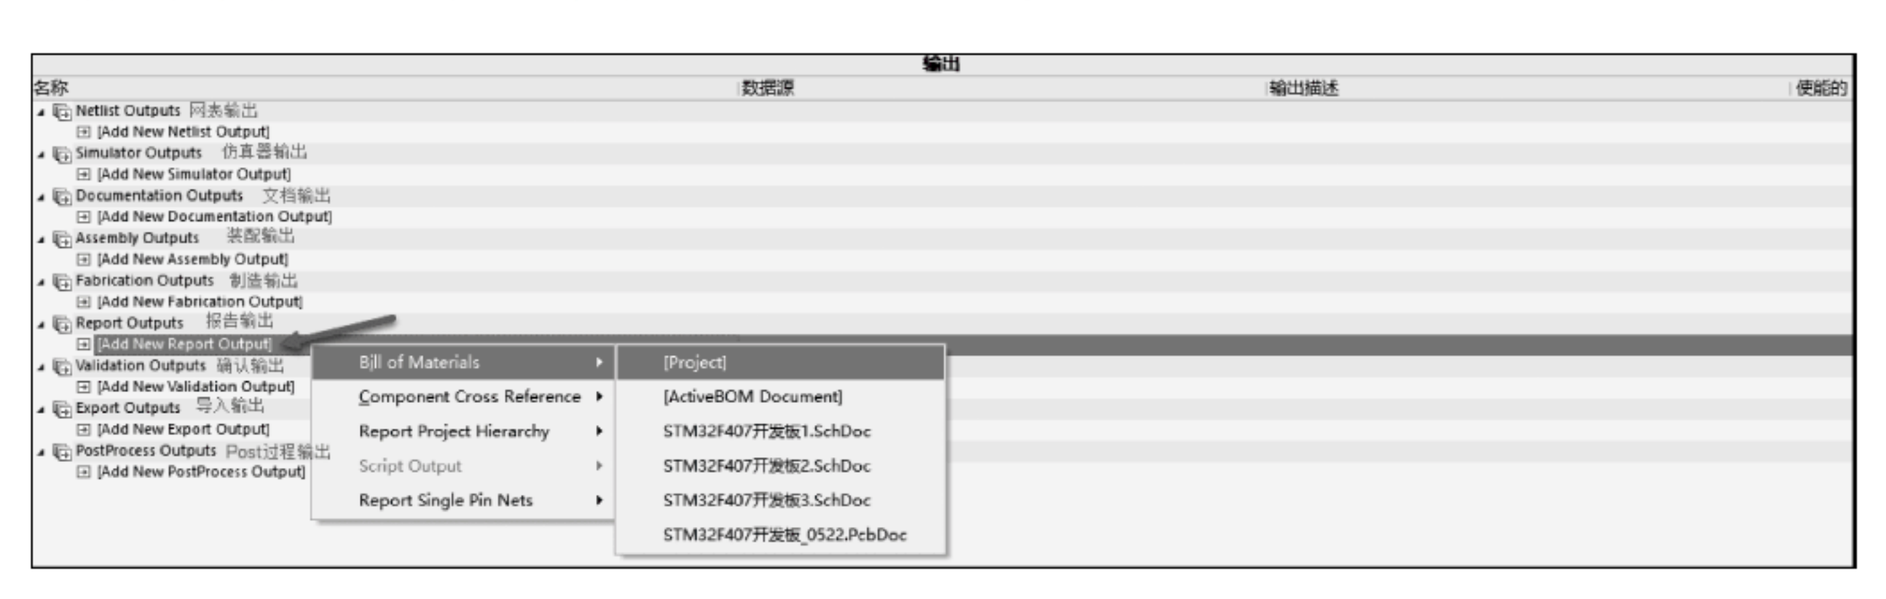

图 1-315　将需要输出的内容添加到 Output job
(2) 将输出内容添加到 Output job。通过单击类别底部相应的“Add New[类型] Output”文本并从弹出的菜单中选择所需的输出类型，添加所需类型的新输出。或者从“编辑”菜单中选择相关的命令，如图 1-315 所示。